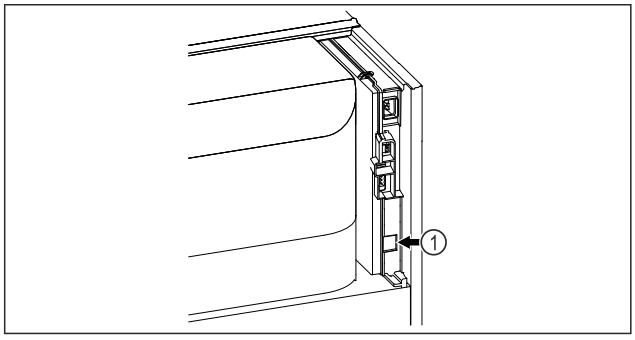

Fig. 101
❑ SmartModule *Fig. 101 (1)* is geplaatst.